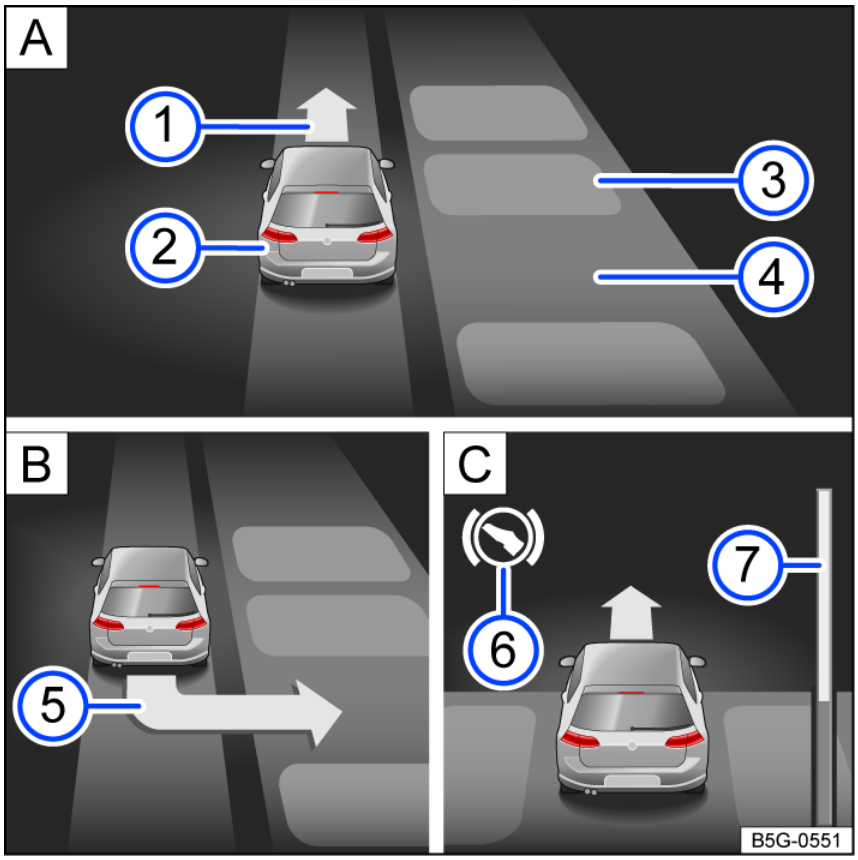

Fig. 110 In the instrument cluster display: parking perpendicular to the road.
2. Pay attention to the prompt for parking in the instrument cluster display *fig. 110* (5).